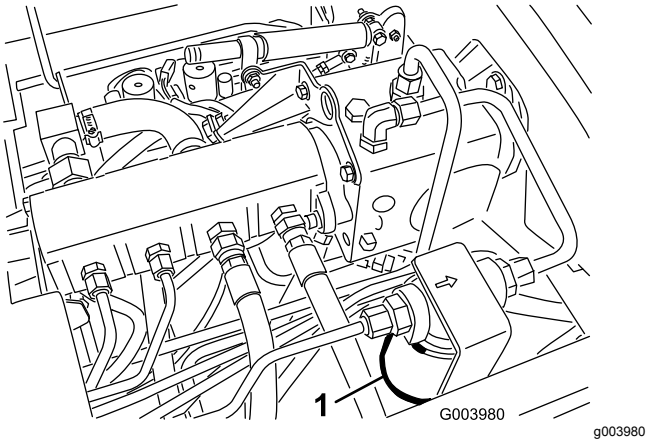
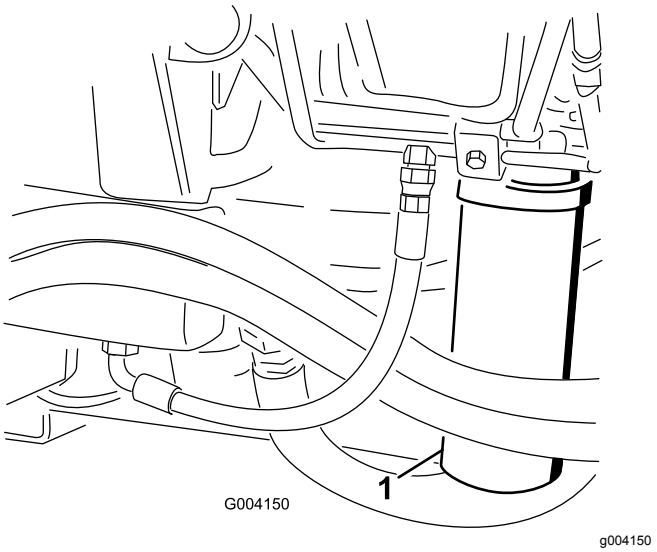

Рисунок 67
Рисунок 68
2. Очистите область вокруг места крепления фильтра и установите сливной поддон под фильтр (Рисунок 67 и Рисунок 68).